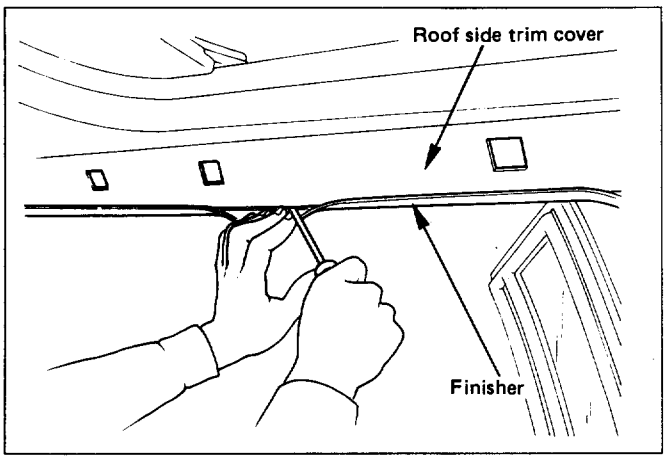

Fig. 10-118
8. **Roof side trim cover (Fig. 10-118)**